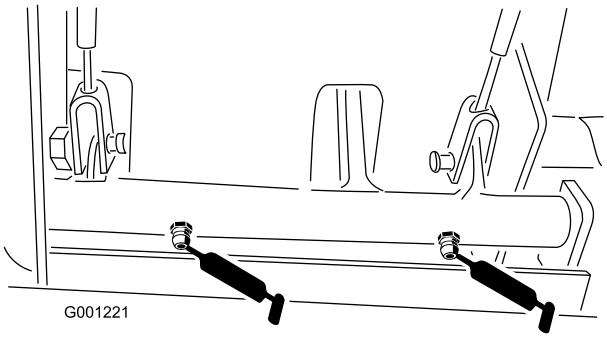

**Figuur 39**
- Lagerbussen van draaipunt van rem (Figuur 39)
- Remkabels (aandrijfwiel en uiteinden van rempedalen) (Figuur 39)